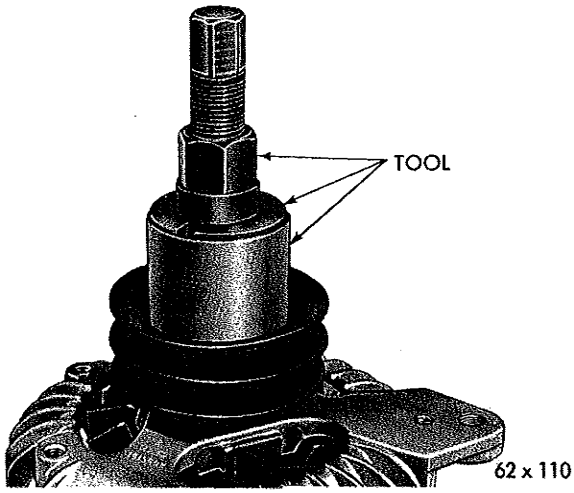
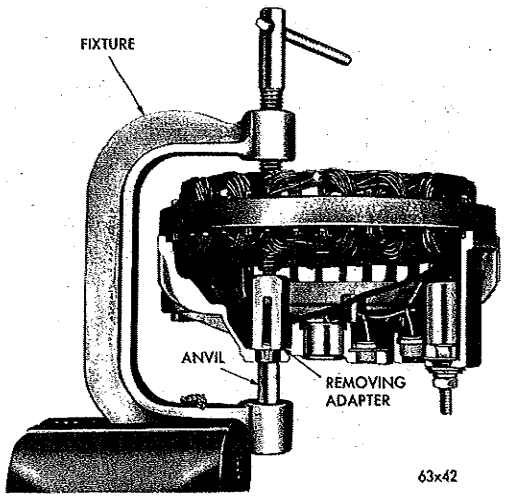

*Fig. 31—Removing the Pulley*
*Fig. 30—Removing the Rectifiers*
(4) Cut lead at malfunctioning rectifier.
(5) Place C-3928 Rectifier Removing and Installing Press in a vise and support end shield on clamp anvil under rectifier to be removed (Fig. 30). **Support tool adapter SP-3821 is cut-away and slotted to fit over wires and around bosses in end shield. Make sure bore of tool completely surrounds rectifier during removal process.**
(6) Carefully apply pressure with tool pressure screw until support tool, rectifier end shield, and remover pin, and remover adapter are in alignment, then press the rectifier out of end shield or heat sink.
(7) The pulley is an interference fit on rotor shaft. Remove pulley with Puller Tool C-3615 or C-3934 and special adapters (Fig. 31).